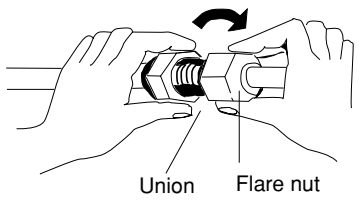

**Fig. 7-5**
(3) For proper connection, align the union tube and flare tube straight with each other, then screw on the flare nut lightly at first to obtain a smooth match. (Fig. 7-5)